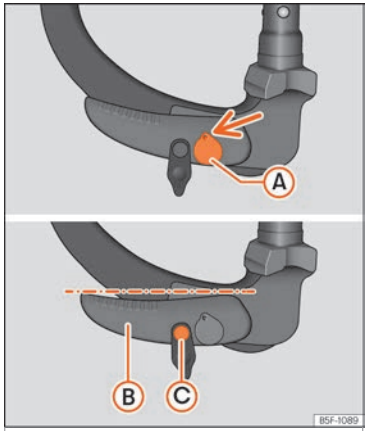

Fig. 294 Reserve position: position of the lever and the release bolt.
- Key (A) ››› Fig. 294 is in the released position (the part of the key with the holes is facing upwards).
- Lever (B) ››› Fig. 294 is in the bottom position.
- The release bolt (C) ››› Fig. 294 can be moved.